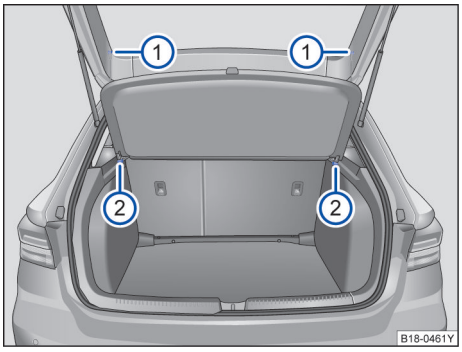

图 83 拆卸和安装行李厢盖板
- 从行李厢盖上①⇒图 83 处解开两侧的细绳，轻轻抬起行李厢盖板。
- 朝后方拉动并轻击盖板底部的两侧，从支架②⇒图 83 上拆下行李厢盖板。